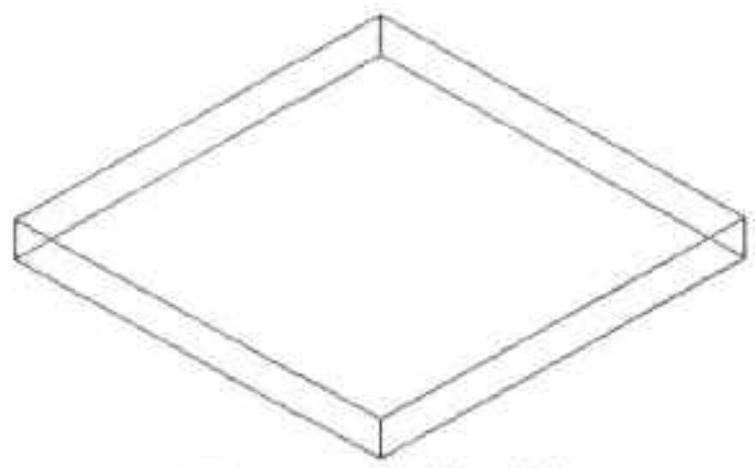

图13-48 绘制长方体
Step01 启动AutoCAD 2014软件，将当前视图设为西南视图，执行“长方体”命令，绘制长80mm、宽80mm、高8mm的长方体，如图13-48所示。